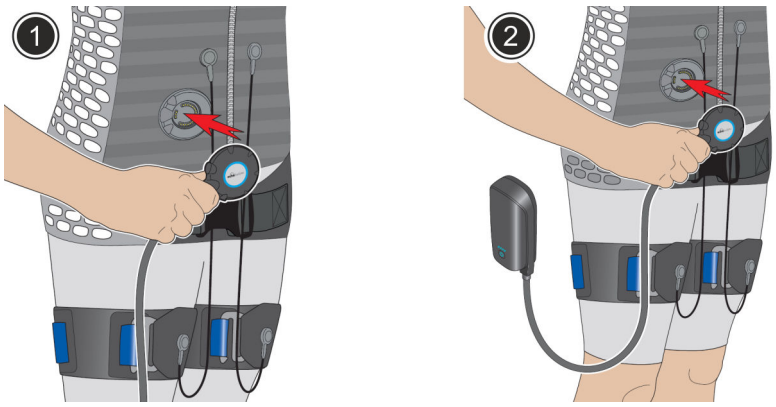

Fig. 52: Connecting
25. Connect the control unit connection cable to magnetic connector of the i-body® (Fig. 52/1).
Connect the i-body® connect wireless to the magnetic connector of the i-body® (Fig. 52/2). See the “i-body® connect wireless” manual for further information.